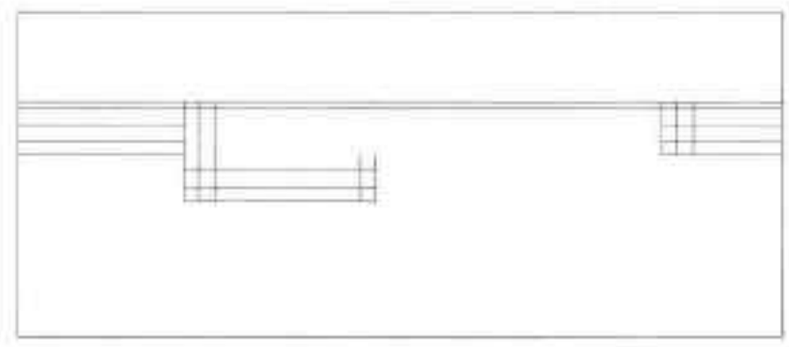

图19-125 延伸线段
Step 08 执行“延伸”命令，延伸线条，如图 19-125 所示。